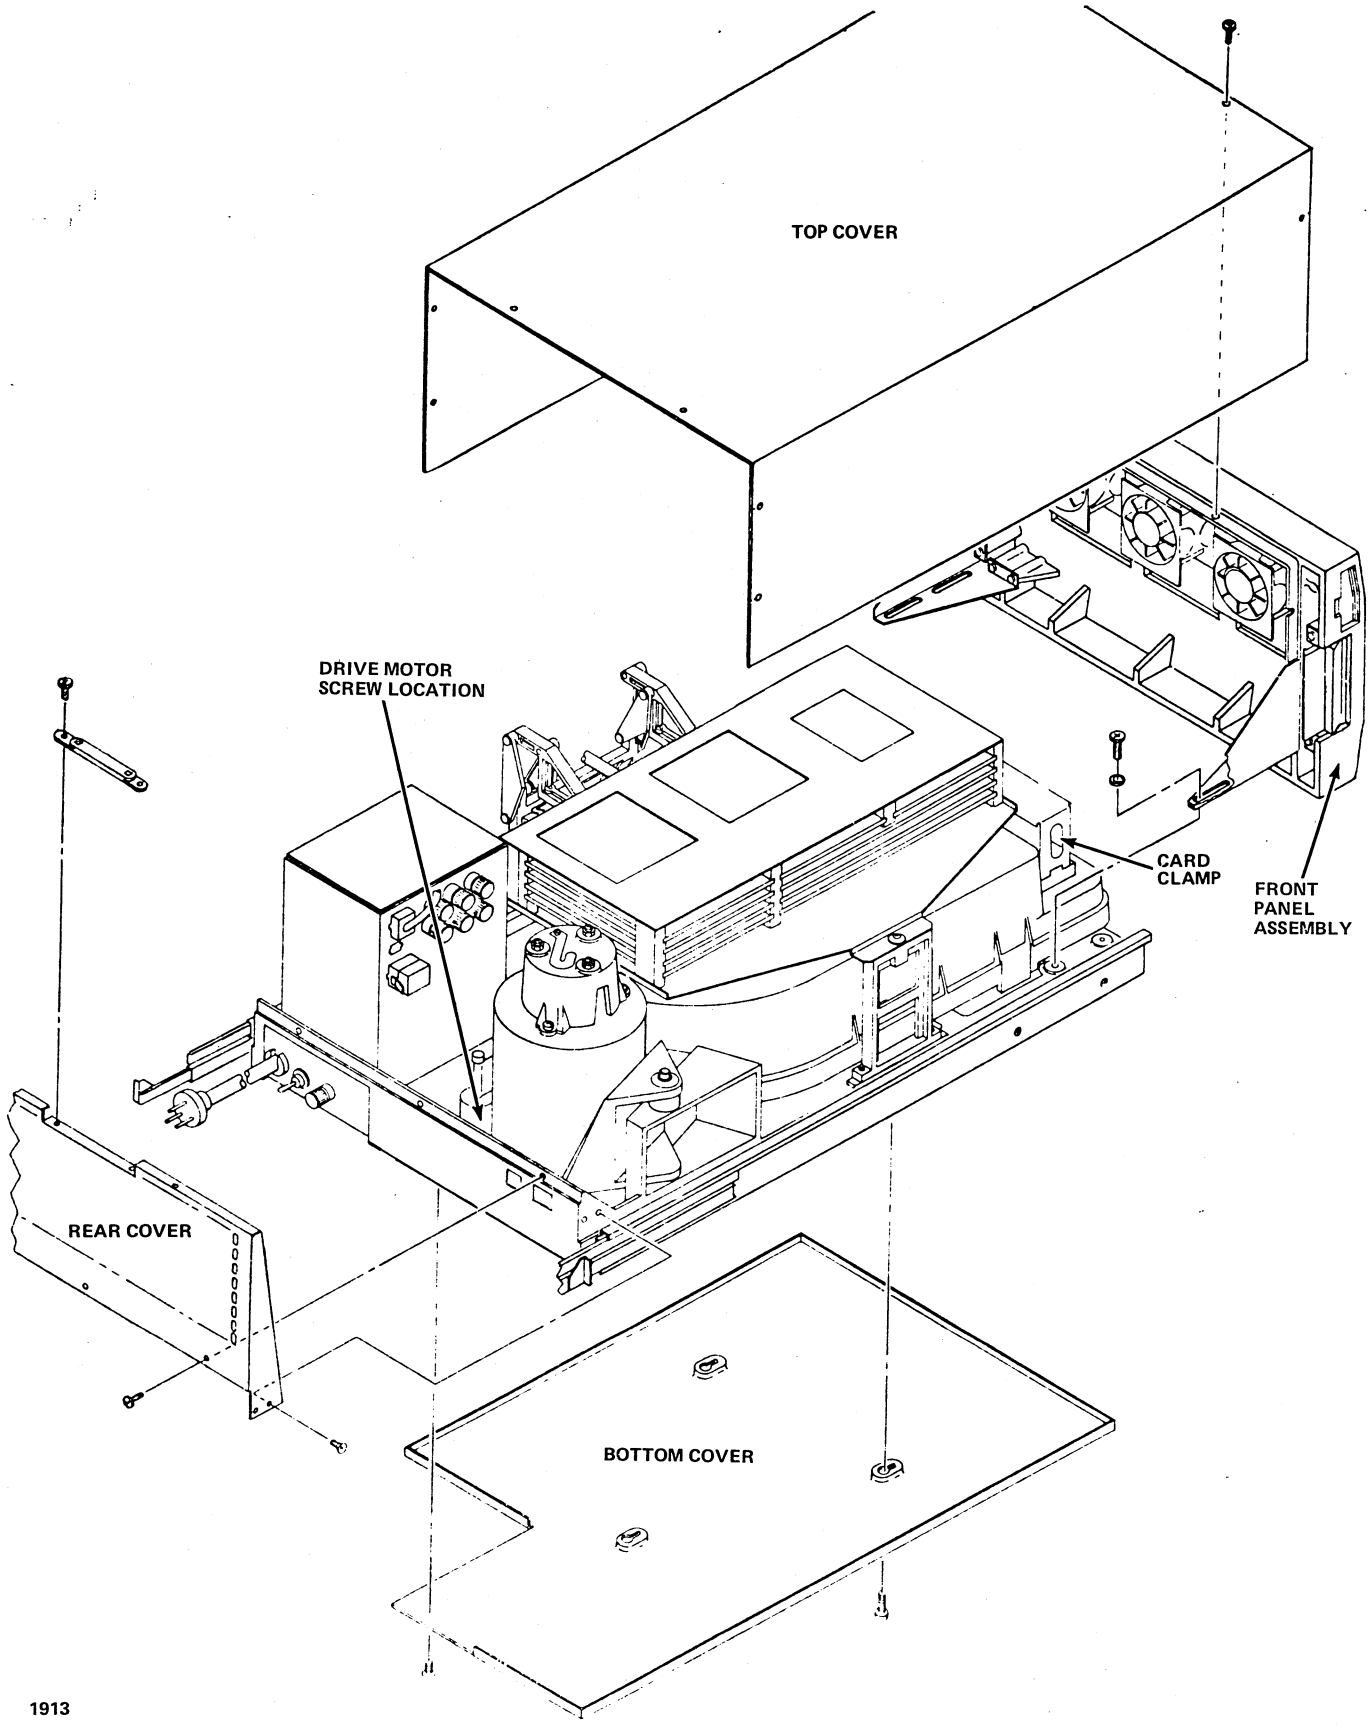

Figure 10-33. Final Assembly
7. At the bottom of the drive, loosen the three Phillips-head screws and remove one screw at the back of the cover. Slide the cover so that the three Phillips-head screws fall through the cover slots. Remove the bottom cover by dropping it straight down (figure 10-33).
8. At the top of the drive, take out the ten socket-head screws and remove the top cover (figure 10-33).